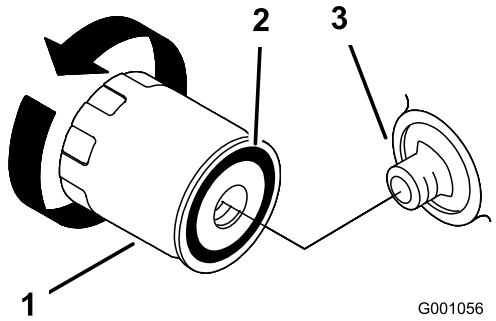

Figur 23
2. Fjern det gamle filter, og aftør filteradapterens pakningsoverflade (Figur 23).
3. Påfør gummipakningen på det nye filter et tyndt lag ny olie (Figur 23).
4. Monter det nye oliefilter i filteradapteren, drej oliefilteret med uret, indtil gummipakningen berører filteradapteren. Spænd dernæst filteret yderligere 2/3–1 omgang (Figur 23).